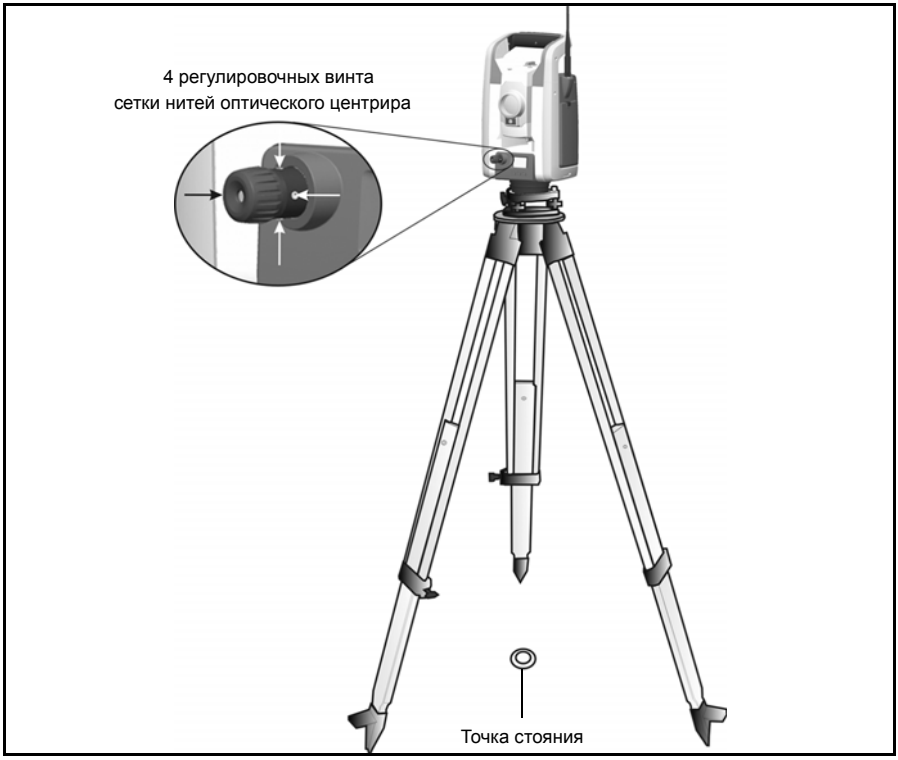

Рис. 4.38. Юстировка оптического центрира
1. Установите инструмент и выполните его нивелирование над точкой стояния так, чтобы высота штатива составляла 1,5 м (± 0,1 м) (4,920 фута (± 0,328 фута)). Рис. 4.38